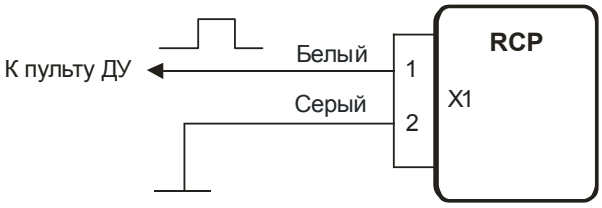
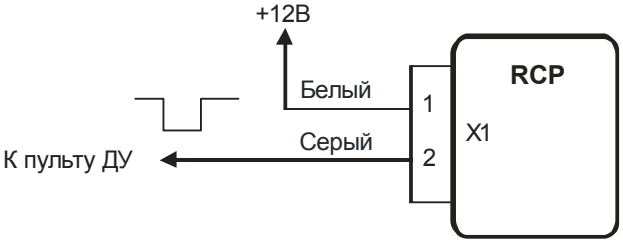

Рисунок 4
Рисунок 5
- Схемы выключения отопителя от пульта ДУ приведены на рис.4 (импульсом положительной полярности) и рис.5 (импульсом отрицательной полярности)